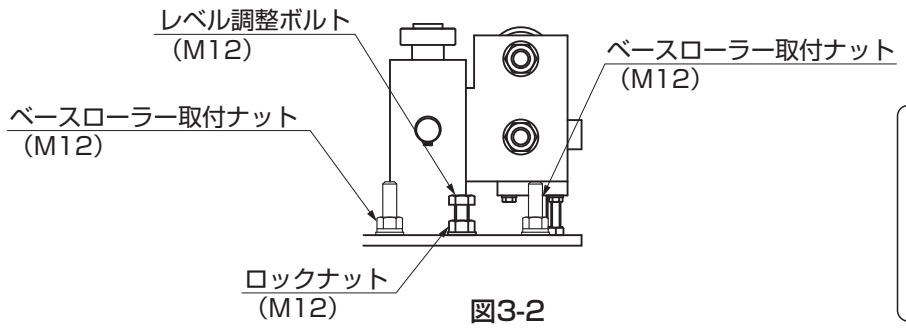

図3-2
●高さが低い場所の「レベル調整ボルト」を固定している「ロックナット」を緩めて、「レベル調整ボルト」を締め込むとレベルが上がります。（図3-2参照）
②全体の水平を出した後で、「ベースローラー取付ナット」と「ロックナット」を確実に締めて固定してください。（図3-2参照）